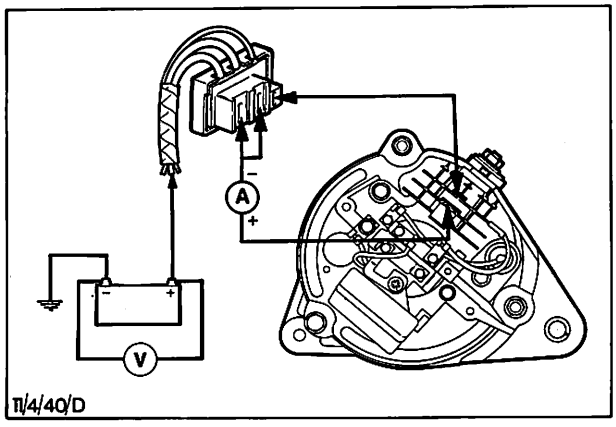

Abb. 39 Regler-Kontrollspannung prüfen
16. Testkabel, Amperemeter und Voltmeter wie in Abb. 39 gezeigt anschließen, um die Regler-Kontrollspannung zu prüfen.